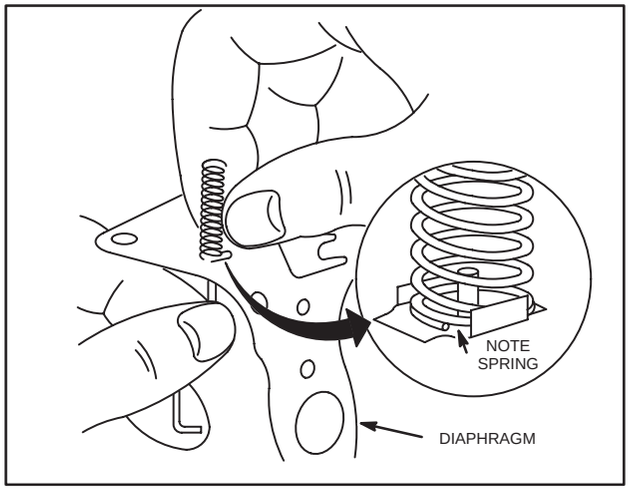

Fig. 241 – ASSEMBLING SPRING TO DIAPHRAGM
4. If a new diaphragm is being installed, assemble choke spring to diaphragm, as shown in Fig. 241. See Table No. 12 for correct spring usage. Be careful not to bend or distort spring.